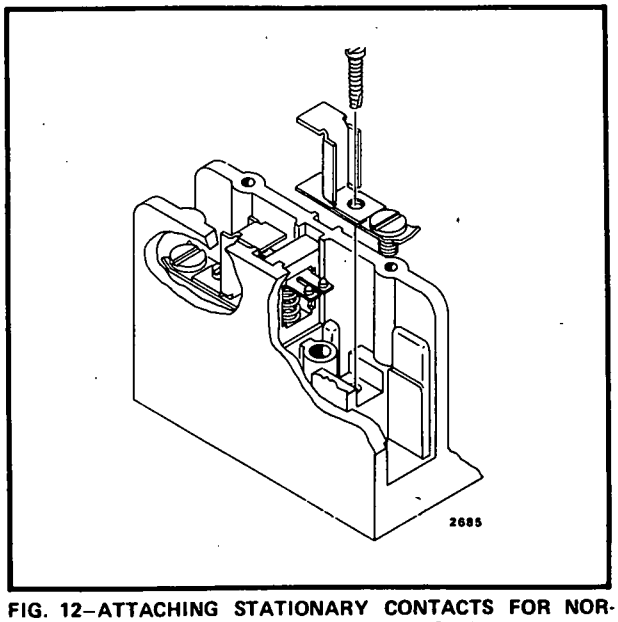

FIG. 12–ATTACHING STATIONARY CONTACTS FOR NORMALLY CLOSED CONTACT ASSEMBLY.
4. Turn contactor upright and place new stationary contacts from bag assembly over the top of the shorting bar. Make certain four rounded points on bar make contact with the stationary contacts. Firmly fasten each contact with screw as shown in Fig. 12.